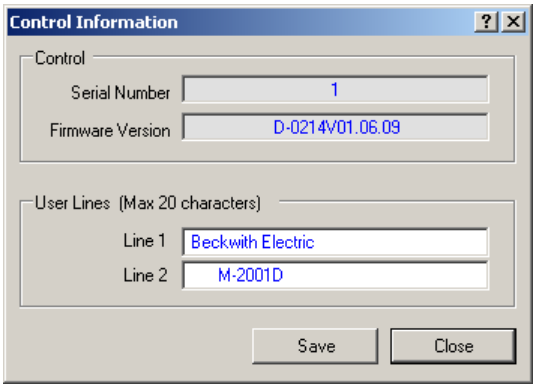

Figure 4-9 Control Information Screen
1. Select **Utility/Control Information** from the TapTalk toolbar. TapTalk will display the Control Information dialog screen (Figure 4-9).